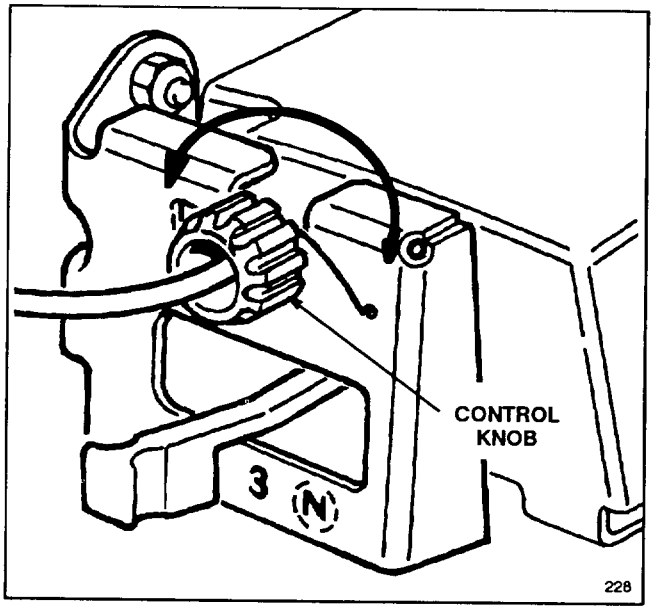

Figure 23
2. ADJUSTMENT (Fig. 23)—Rotate control knob clockwise 1/2 turn if mower does not self–propel. If mower creeps forward, rotate knob 1/2 turn counterclockwise to loosen belt.